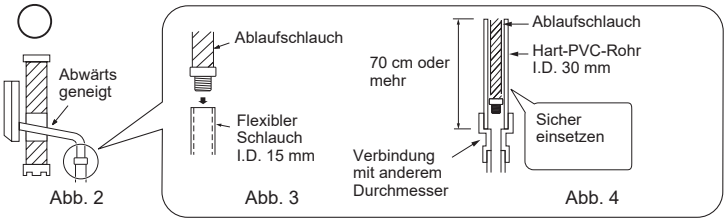

Abb. 2 Abb. 3 Abb. 4
- Der Ablaufschlauch sollte nach unten gerichtet sein, um ein gutes Abfließen sicherzustellen. (Abb. 2)